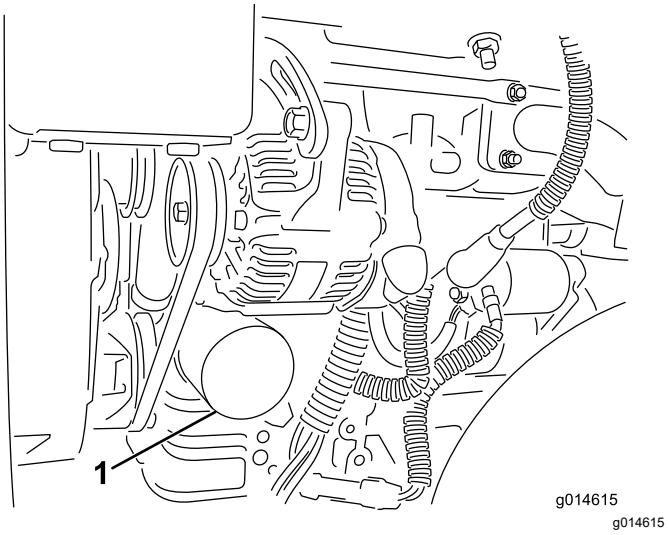

Figura 33
2. Togliete il filtro dell'olio (Figura 33). Spalmate un leggero strato di olio pulito sulla nuova guarnizione del filtro.